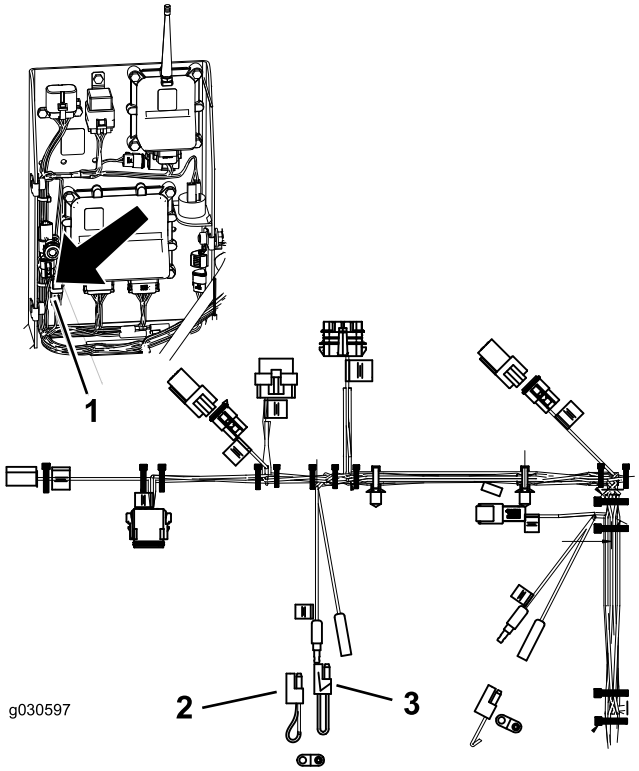

**Figur 31**
2. Koble de to ledningskontaktene fra grisehalekoblingen som vist i Figur 31.